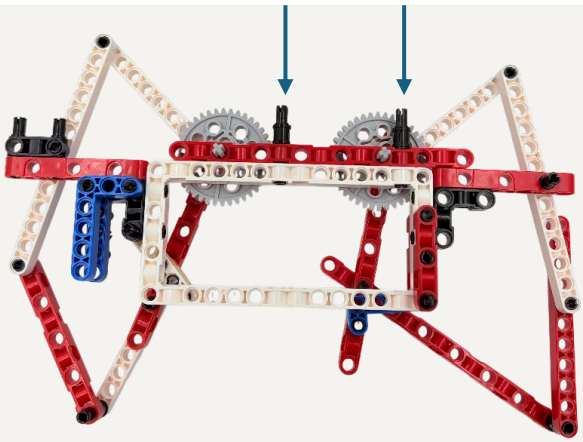

Рисунок 26
Закрепите на раме 2х стороннюю балку (5). На ней разместите короткий штифт с осью. Закрепите г-образную балку (5х3) как показано на рисунке 25. Проденьте оси шестерней в отверстия 2х сторонней балки (15) как показано на рисунке 26. На 2х сторонней балке (15) закрепите 2 штифта с осями и 2 штифта со стопорной втулкой (рисунок 26).